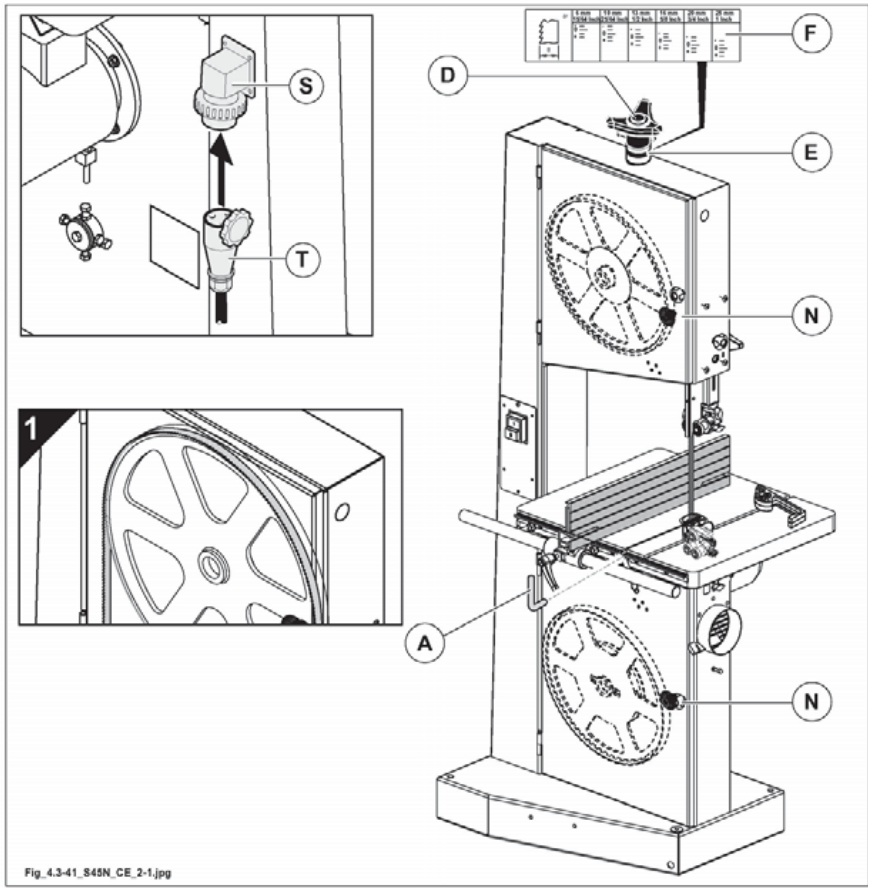

Fig. 4.3-41
- open the guard doors (N fig.4.3-41) of flywheels (opening activates a microswitch which prevents the motor from starting).
- Remove the pin (A fig.4.3-41) from the saw surface.
- Fully unloose the blade by means of handle (D fig.4.3-41).
- Partially tension the blade with the knob (D fig.4.3-41). Turn the flywheels manually until the blade has reached a stable position.
for correct operation the teeth of the saw must project from the edge of the flywheels (see "1" fig. 4.3.41).
- Perform definitive saw blade tensioning until indicator (E fig.4.3-41) is in position "0". Select the reference scale (F fig.4.3-41) according to the width of the saw blade.
for safety reasons you must close guard (N fig. 4.3-41), otherwise: